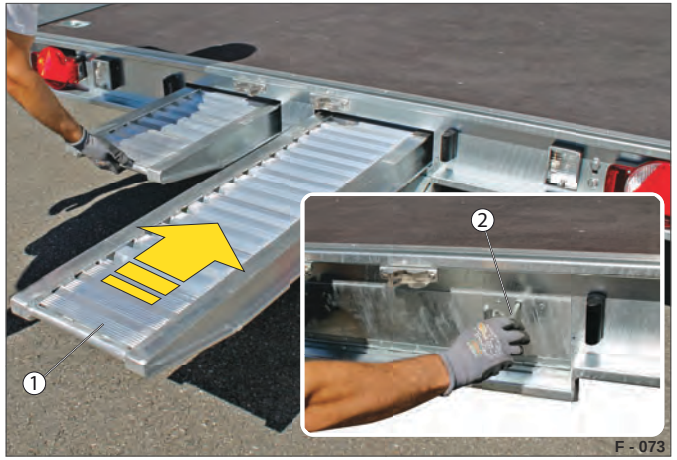

Fig. 76 Eksempel: HT, opkørselsplanker sikret
▶ Skub opkørselsplankerne (Fig. 76 /1) ind i plankeskakten.
▶ Luk låget til plankeskakten (Fig. 76 /1) ved hjælp af firkantnøglen.